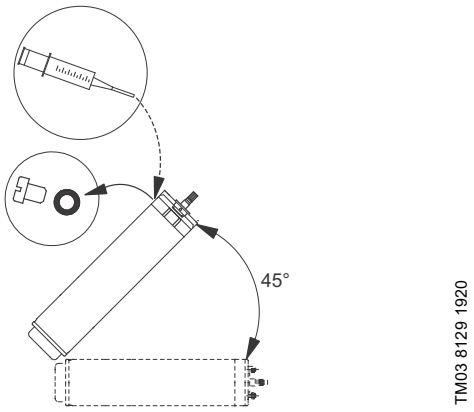

Fig. 4 Placering af motor under påfyldning - MS6000
- Hvis motoren er leveret fra lager, skal væskestanden kontrolleres inden motoren installeres. Se fig. 4.
- Ved service skal væskestanden kontrolleres. Se fig. 4.
1. Placér dykmotoren som vist i fig. 4. Påfyldningsskruen skal være det øverste punkt på motoren.
3. Sprøjt væske ind i motoren med fyldesprøjten (fig. 4), indtil væsken løber ud af påfyldningshullet.